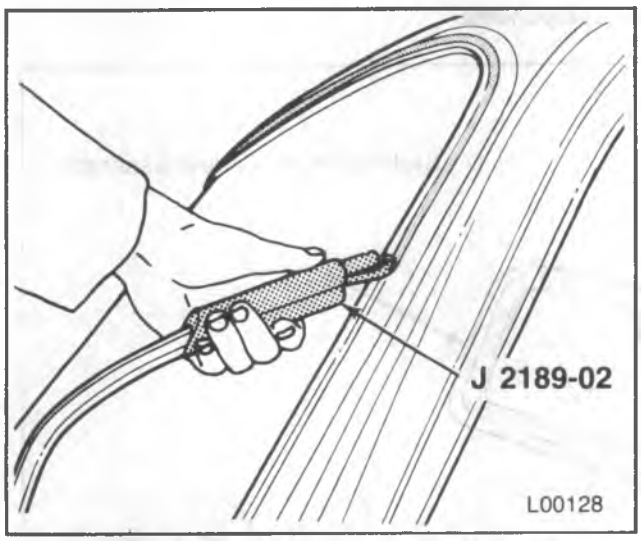

Figure 4—Installing the Reveal Molding
10. Reveal molding to the weatherstrip using J 2189-02 (figure 4).